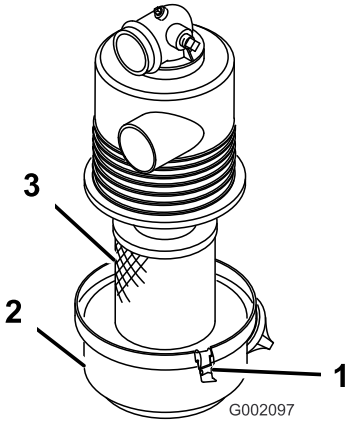

Figur 28
2. Utløs låsene som fester luftrenserdekslet til luftrenserhuset (Figur 28).
3. Skill dekselet fra kroppen og rengjør innsiden av luftfilterdekselet (Figur 28).
1. Skyv filteret inn i luftrenserhuset (Figur 28).
2. Rett inn luftrenserdekslet i forhold til luftrenserkroppen (Figur 28).
3. Fest dekslet til luftrenserkroppen med låsene (Figur 28).